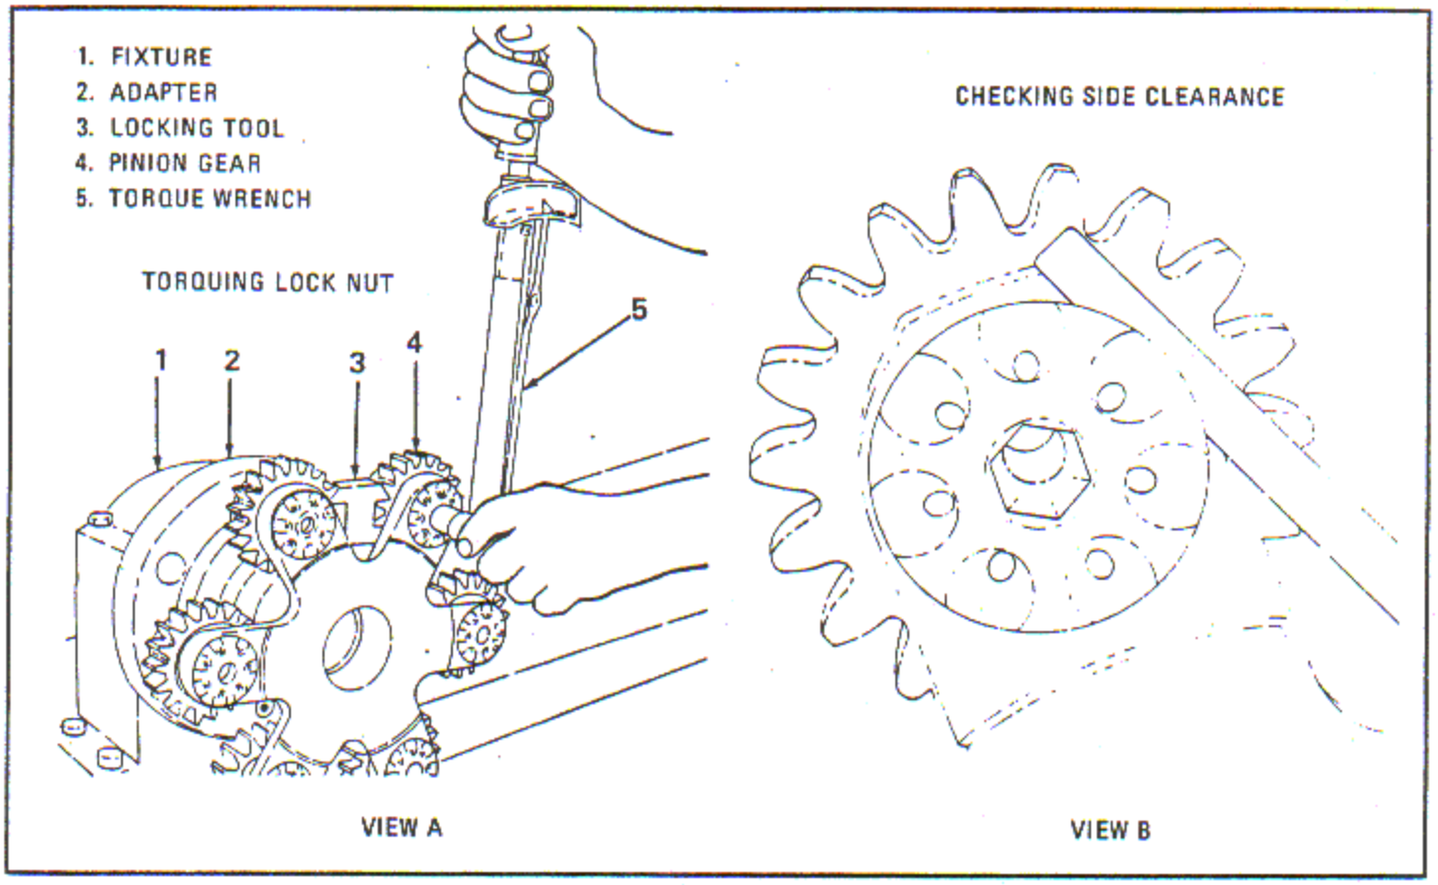
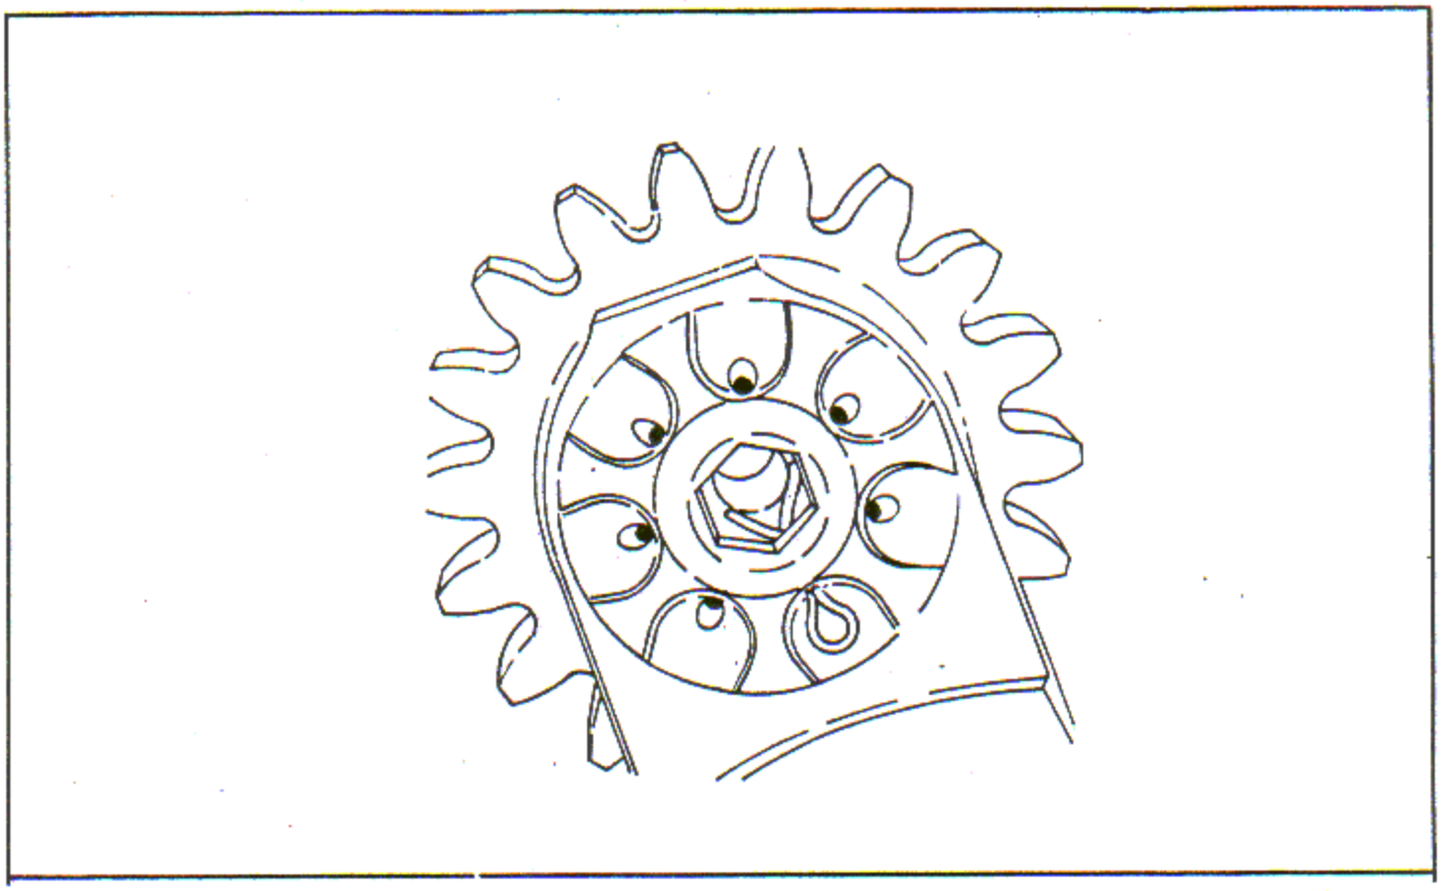

Figure 7-4. Torquing Reduction Driving Gear Pinion Lock Nut and Checking Side Clearance (R1820-76 Series, -86A, -86B)
Figure 7-5. Reduction Drive Gear Pinion Nut Cotter Pin Installed (R1820-76 Series, -86A, -86B)
a. Install the propeller shaft in fixture (1, figure 7-4) and adapter (2). Install the reduction driving gear pinions.
b. Install the pinion lock nuts which have left hand threads. Install pinion locking tool (3) between two pinions (4). Torque the lock nuts to the value specified in reference 903, Table of Limits, Section IX, using wrench (5).
d. Install the pinion lock nut cotter pins through the holes and spread the ends as shown in figure 7-5.